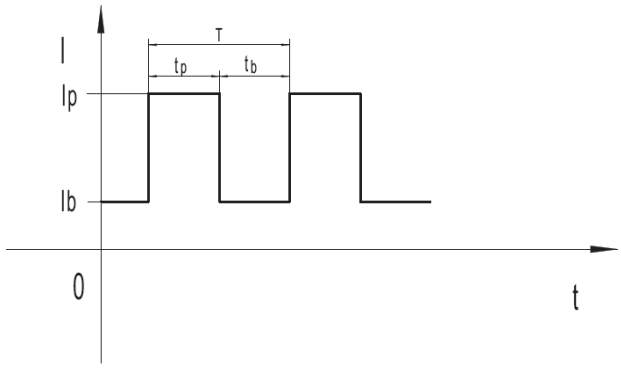
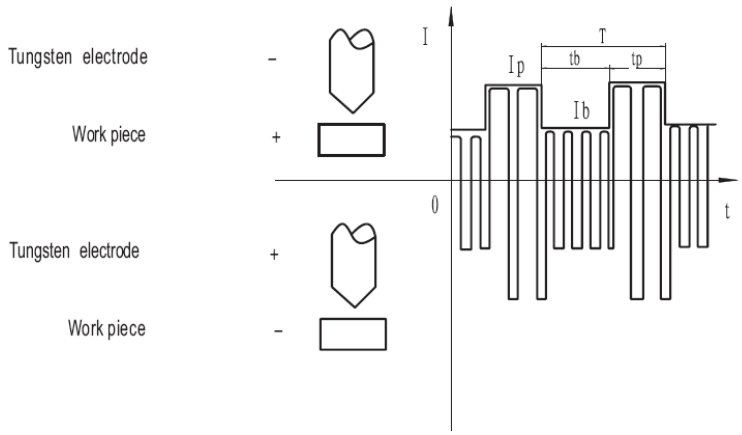

Fig. 4-3-11: The Waveform and parameter in DC Pulse
Fig. 4-3-12: The waveform and parameter in AC Pulse
- **The waveform and parameter in DC Pulse and AC Pulse (Fig. 4-3-11 & Fig. 4-3-12)**